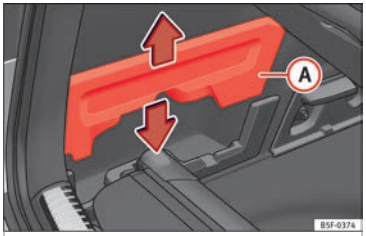

Fig. 164 En el maletero: alojamiento para guardar la bandeja portaobjetos.
- Extraiga las tapas ››› **fig. 164** Ⓐ izquierda y derecha.